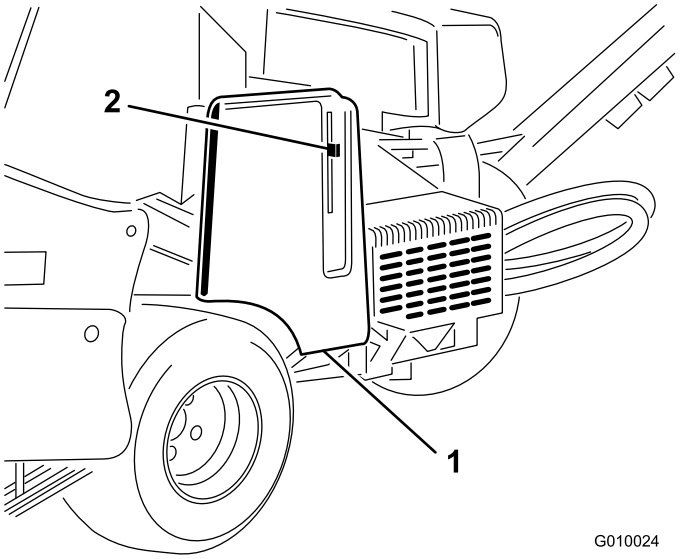
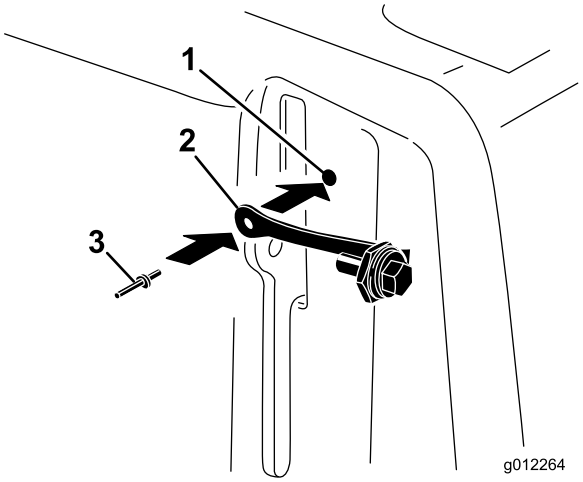

**Figuur 8**
**Figuur 9**
1. De riemkap is voorzien van een opening naast de handgreep van de vergrendeling (Figuur 8 en Figuur 9).
2. Gebruik de opening in de riemkap en monteer de greepconstructie met een popnagel (Figuur 9).